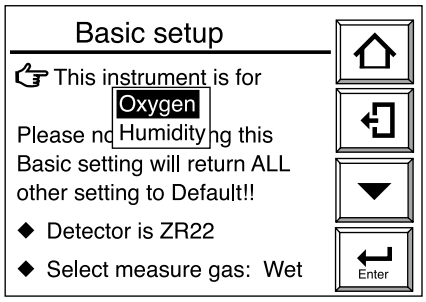

Figura 7.8 Configurazione apparecchio
(6) Qualora sia necessario modificare il tipo di convertitore, premere il tasto [Enter]. Viene visualizzato il display illustrato nella figura 7.8.
(7) Utilizzare il tasto ▼ per selezionare il tipo di convertitore. Premere quindi il tasto [Enter] per completare la selezione del convertitore.
(8) Modificando la configurazione del convertitore dopo aver impostato dei dati operativi, tali dati vengono inizializzati e restano le impostazioni di default. Ripristinare i dati operativi per adeguarsi al nuovo tipo di convertitore.
I gas combusti contengono umidità dovuta alla combustione dell'idrogeno nel combustibile. Eliminando questa umidità, la concentrazione di ossigeno può essere superiore a quella precedente. E' possibile selezionare se la misura della concentrazione di ossigeno viene effettuata direttamente su fumi umidi o compensata per valore gas a secco. Selezionare "Select measure gas: Wet" nella figura 7.8 per scegliere gas umido o asciutto.